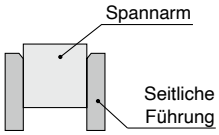

Abb. 2
4) Bei Verwendung einer seitlichen Führung (Abbildung 2):